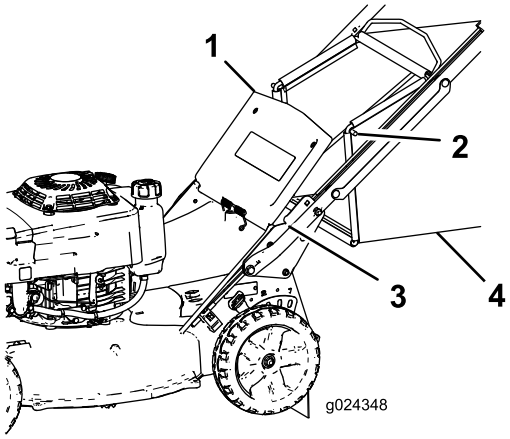

Figur 18
2. Höj och håll upp den bakre luckan (Figur 18).
4. Montera uppsamlarstångändarna i skårorna längst ned på handtaget och gunga uppsamlaren fram och tillbaka för att se till att stångändarna sitter längst ned i de två skårorna (Figur 18).
3. Ta bort gräsuppsamlarens stång från skårorna längst ned på handtaget (Figur 18).